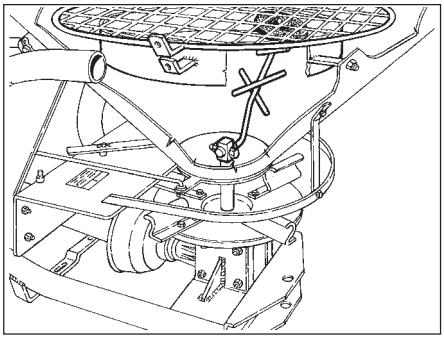

Fig.12
- Agitateur articulé pour engrais poudreux (Fig.12)